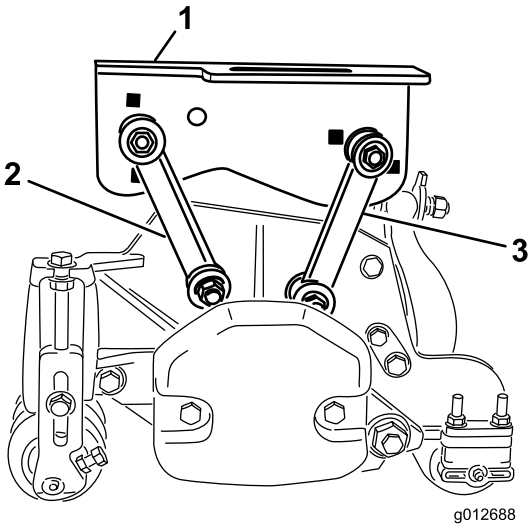

Figuur 17
- Bevestig de voorste montagekoppelingen in de openingen van het middelste draagframe met een bout (3/8 x 2-1/4 inch), 2 platte ringen en een borgmoer, zoals getoond in Figuur 17. Plaats tijdens het monteren een ring aan beide zijden van de koppeling. Draai de bevestigingen vast tot 42 N·m.
- Bevestig de achterste montagekoppelingen in de openingen van het middelste draagframe met een bout (3/8 x 2-1/4 inch), 2 platte ringen en een borgmoer, zoals getoond in Figuur 17. Plaats tijdens het monteren een ring aan beide zijden van de koppeling. Draai de bevestigingen vast tot 42 N·m.